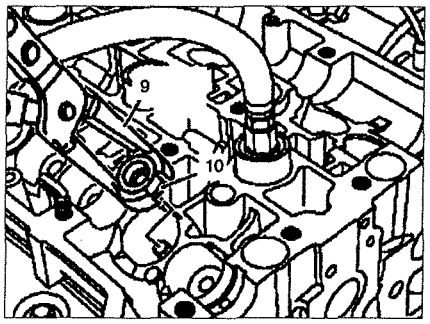

Рис. 2.42. Снимите сальник стержня клапана с помощью плоскогубцев.
9. Снимите сальник стержня клапана **1** с помощью плоскогубцев **9** (см.рис.2.42).